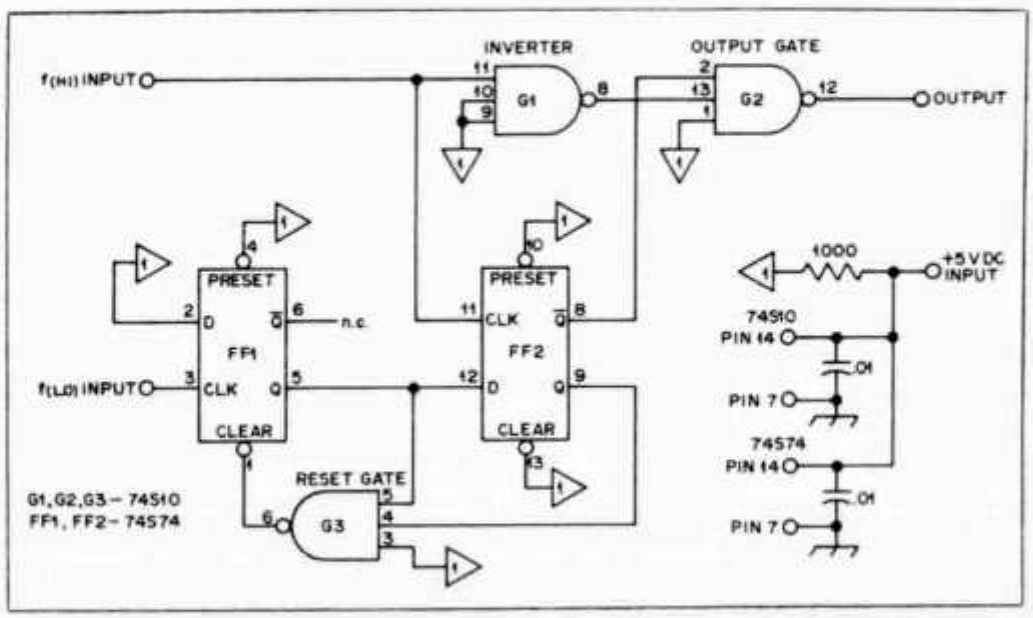

Fig. 1 — Diagram of the individual mixer.
As shown in the block diagram of Fig. 1, the receiver oscillators, *f*(LO) and *f*(HI), are mixed together; the digital mixer output is equal to *f*(HI) minus *f*(LO) when displayed on a frequency counter.
The operation of the basic digital mixer is explained with the use of Fig. 1. With FF1 cleared, the $\bar{Q}$ output of FF2 high, and no *f*(LO) input, the next low-to-high transition of *f*(HI) will not cause FF2 to change state and output gate G2 will remain enabled. Thus, *f*(HI) will propagate through inverter G1 and, subsequently, to the output. This establishes the minimum frequency limit of *f*(LO), which of course is zero.